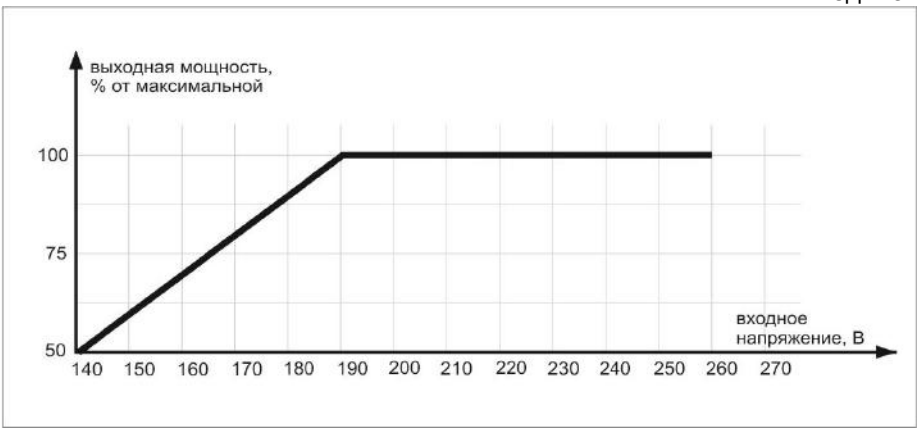

Рис. 2. График зависимости выходной мощности стабилизатора от входного напряжения
* Расчёт мощности произведён для работы стабилизатора при входном напряжении более 190 В. Если напряжение ниже 190 В, необходимо учитывать поправку согласно рис.2.